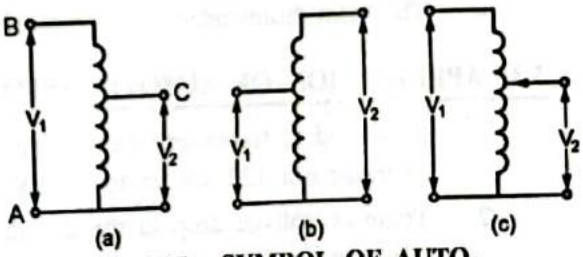

FIG. 3.37 : SYMBOL OF AUTO-TRANSFORMER (a) FIXED TAPING STEP DOWN (b) CONTINUOUSLY VARIABLE
- In figure 3.37. AB is the primary winding in which there are $N_1$ turns while AC is secondary winding in which there are $N_2$ turns.